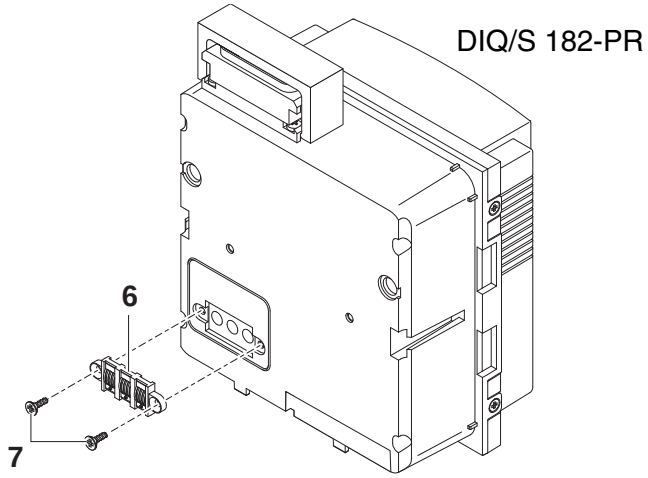

Fig. 3-7 Mounting the contact base (variant 2)
5	Attach the contact base (pos. 6 in Fig. 3-7) on the Universal Transmitter with the two plastic tapping screws (pos. 7).